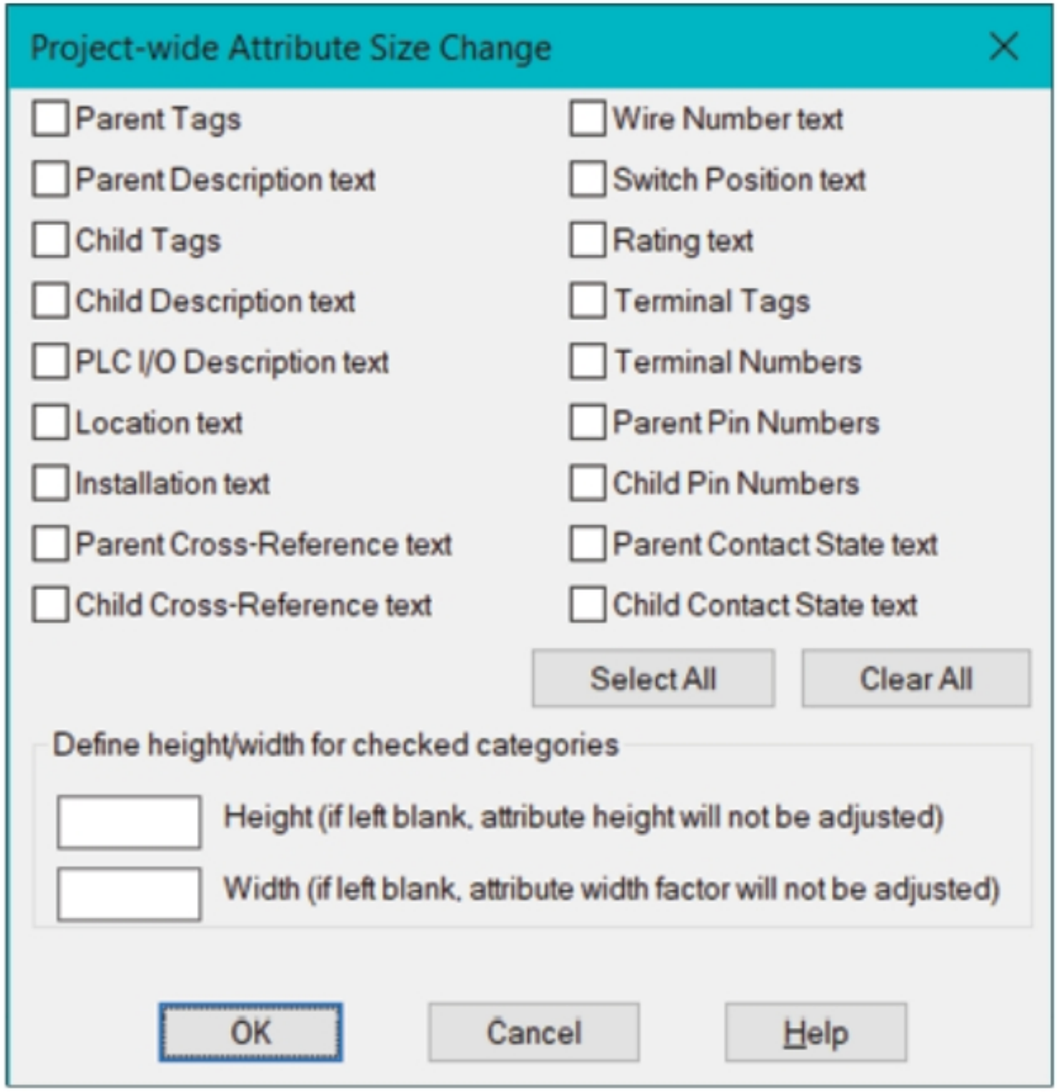

Figure-54. Project-wide Attribute Size Change dialog box
- Sometimes, you may get smaller text in the drawing which is not visible on paper. In such cases, select the **Change Attribute Size** check box and click on the **Setup** button. The **Project-wide Attribute Size Change** dialog box will be displayed; refer to Figure-54.